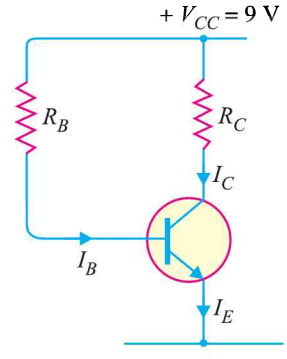

Fig. 9.49
3. Fig. 9.49 shows biasing by base resistor method. If it is required to set the operating point at 1mA, 6 V, find the values of R_C and R_B. Given $\beta = 150$, $V_{BE} = 0.3$ V. **[R_C = 3 kΩ, R_B = 0.3 MΩ]**